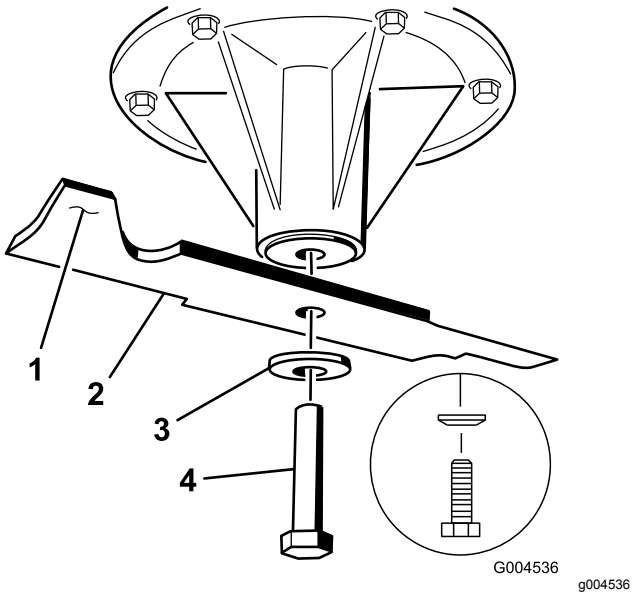

Figur 92
1. Monter kniven på spindelakselen (Figur 92).
2. Monter fjærskiven og knivbolten (Figur 92).
Merk: Fjærskivekonusen må monteres mot bolthodet (Figur 92).